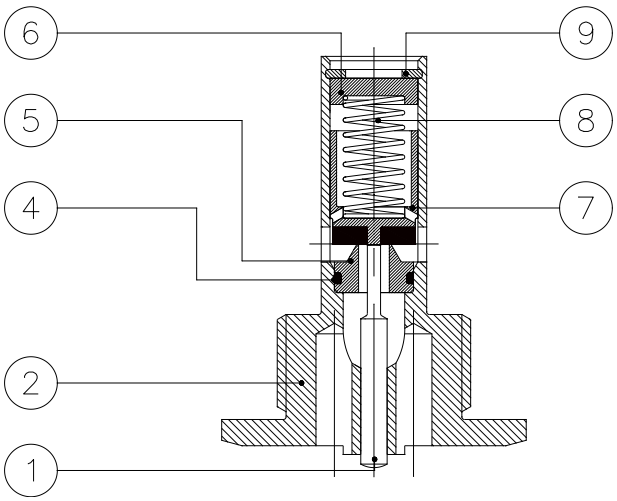

Abb. 12
- Steuerabschnitt des Hilfsdruckreglers, bestehend aus einem Steuerventil gemäß Abb.12.
Montieren Sie den O-Ring (4), siehe Abbildung 12, auf dem Sitz (5). Fetten Sie den O-Ring nur leicht ein. Den Sitz (5) mit einem Rohr von 10 mm Durchmesser in das Gehäuse (2) montieren. Ventil (7), Feder (8) und Ventilteller (6) einsetzen. Den Sicherungsring (9) einsetzen und den Druckstift (1) positionieren.
Während der Montage und Demontage kann der Druckstift (1) aus dem Hilfsdruckbegrenzungsventil herausfallen (Abbildung 12).
Entfernen Sie den Sicherungsring (9), um den Ventilteller (6), die Feder (8) und das Ventil (7) vom Gehäuse (2) zu entfernen (siehe Abbildung 12). Einen Stift (max. Durchmesser 2 mm) schräg in das Druckloch einsetzen und den Sitz (4) aus dem Gehäuse (2) schieben. Der O-Ring (4) kann dann entfernt werden.